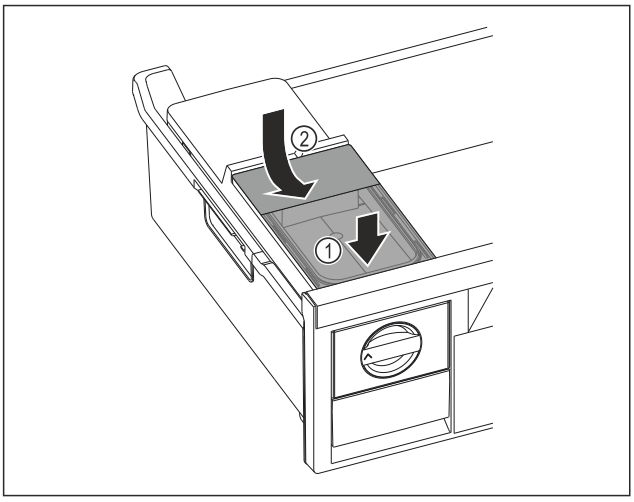

Fig. 130
▶ Așezați în față rezervorul de apă. *Fig. 130 (1)*
▶ Coborâți în spate rezervorul de apă. *Fig. 130 (2)*